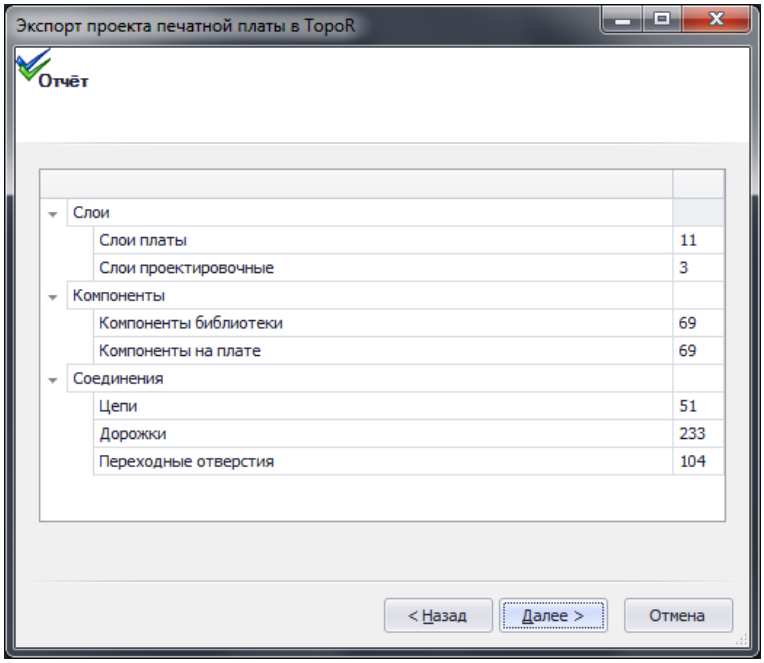

Рис. 382. Отчет об экспорте платы
6. В следующем окне отображаются результаты экспорта. В таблице представлены типы экспортированных объектов их количество, см. Рис. 382.